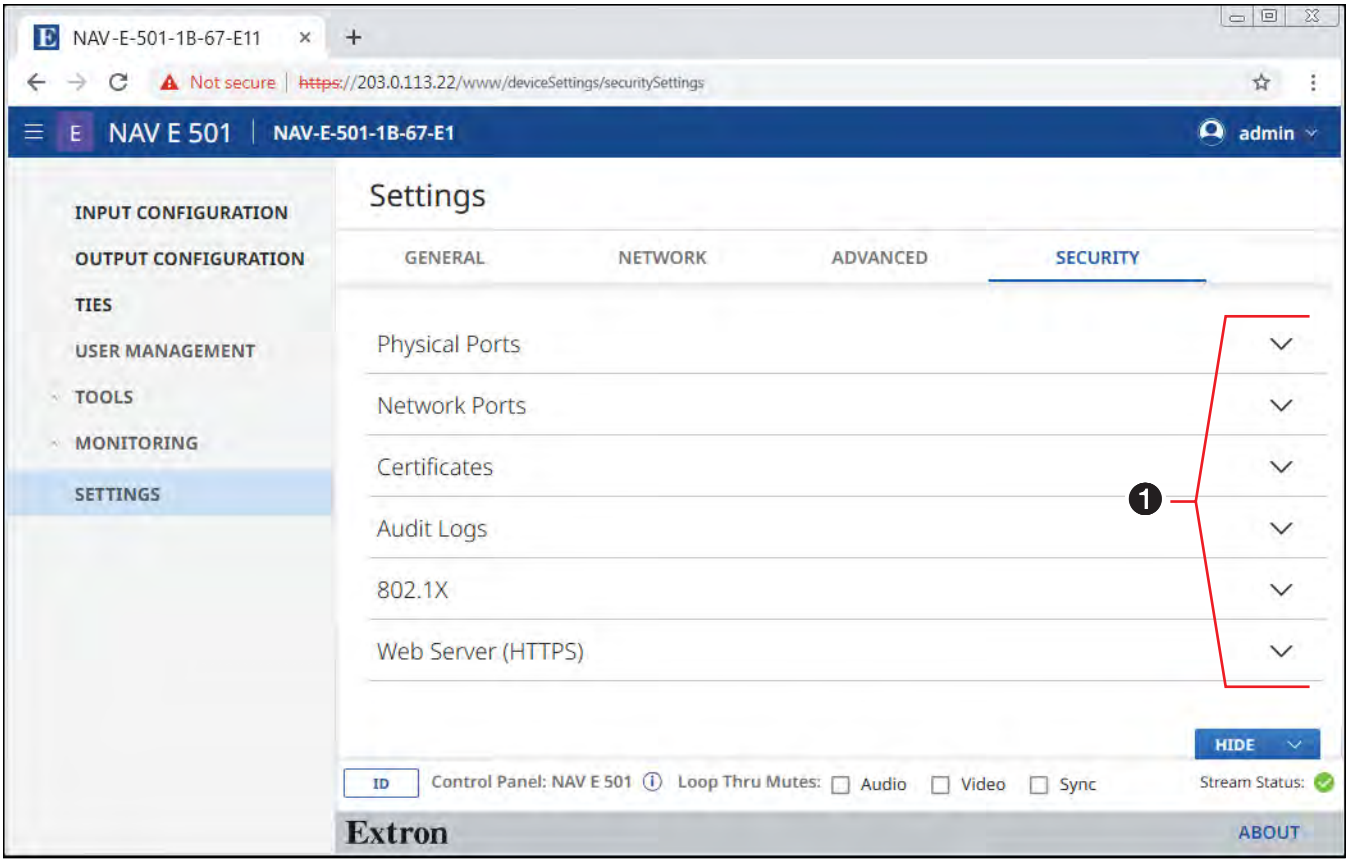
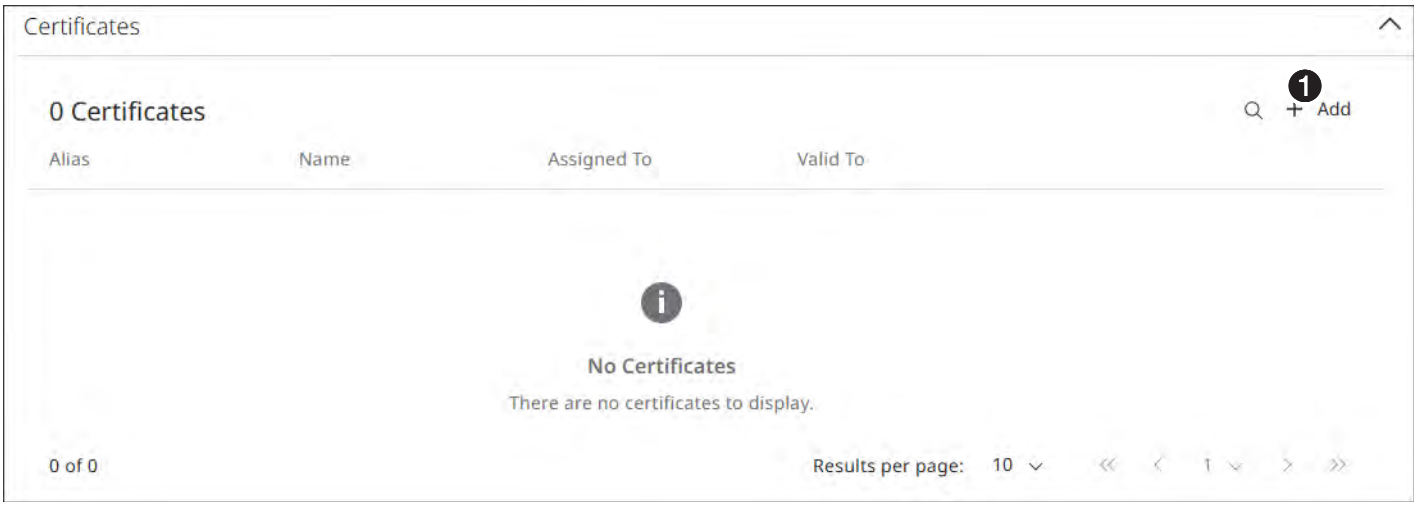
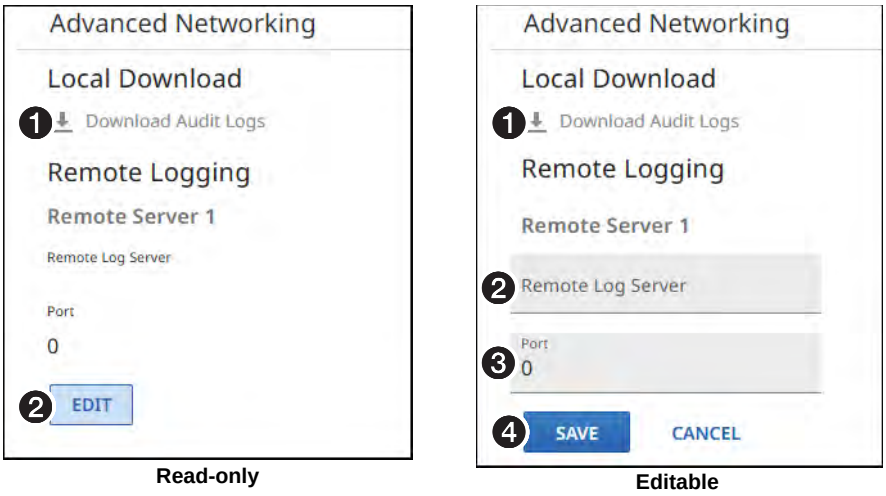
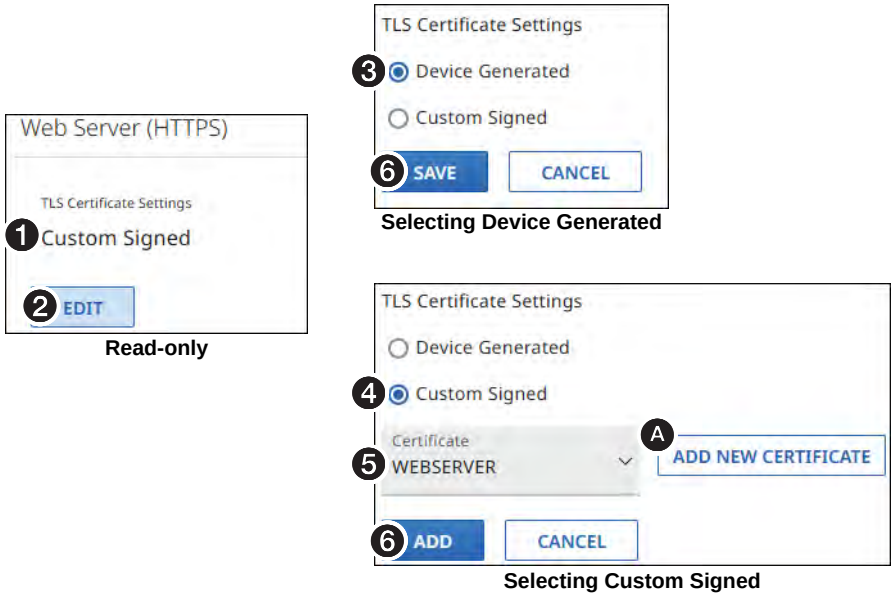

Figure 76. Security Page
Figure 79. Certificates Selection
Figure 80. Audit Logs Selection
Figure 83. Web Server (HTTPS) Selection
On the `Settings` `Security` page (see figure 76), click the down arrow (❶) to open a drop-down list (see the following:)
The Network Ports selection on the Security page (see **figure 76**, ❶) opens a read-only pane that enable staus of the physical ports (see figure 77). The HTTP and RTP ports can be edited by clicking the **EDIT** button (❶). This feature gives the flexibility to use specific ports of your choosing. An editable version of the selection opens.
The Physical Ports selection on the Security page (see **figure 76**, ❶) opens a read-only pane that shows the port usage parameters of the encoder (see figure 78). The HTTP and RTP ports can be edited by clicking the **EDIT** button (❶). This feature gives the flexibility to use specific ports of your choosing. An editable version of the selection opens.
The Certificates selection on the `Security` page (see **figure 76**, ❶) opens a pane that shows the certificates installed in the encoder (see figure 79). Add additional certificates by clicking the **`+ Add`** button (❶).
The `Audit Logs` selection on the `Security` page (see **figure 76**, ❶) opens a read-only pane that shows credentials for remote logging of audit logs to Syslog servers. The pane also includes a link to manually download an audit log directly to your PC (see figure 80, ❶). The parameters can be edited by clicking the EDIT button (❷). An editable version of the selection opens (see figure AA).
The `802.1X` selection on the `Security` page (see **figure 76**, ❶) opens a read-only pane that show the status of the 802.1X network access protocol (enabled or disabled) (see figure 81). IEEE 802.1X ensures devices are authorized on the network before allowing them at the port level.
The `Web Server (HTTPS)` selection on the `Security` page (see **figure 76**, ❶) opens a read-only pane (see figure 83) that shows installed certificate type (❶) and provides a path to switch between the two types of certificates, Device Generated and Custom Signed.